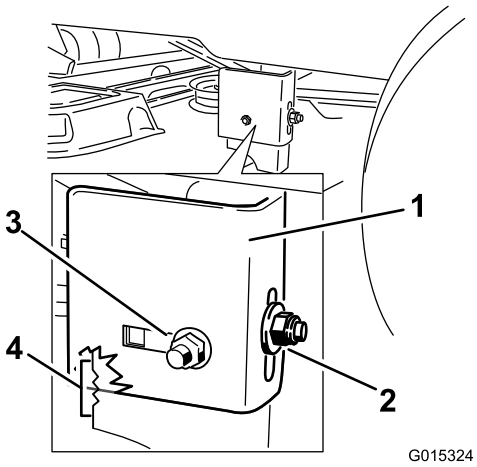
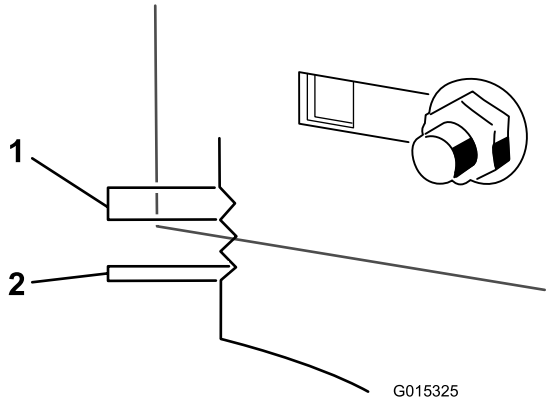

Figur 60
Figur 61
8. Løsn den bageste låsemøtrik på hængebeslaget (Figur 60).
9. Løsn sidelåsemøtrikken på hængebeslaget lige nok til, at hængebeslaget kan justeres (Figur 60). Brug hakkerne på det svejsede beslag til at vurdere justeringen. Overfladen af hvert hak svarer til 6,4 mm, mens en enkelt side er 3,2 mm (Figur 61). Indstil højden af plæneklipperskjoldet til den ønskede højde.
10. Stop skjoldet i den justerede position, og stram sidelåsemøtrikken på hængebeslaget for at fastholde skjoldet i den nye position (Figur 60). Tilspænd den bageste låsemøtrik på hængebeslaget.